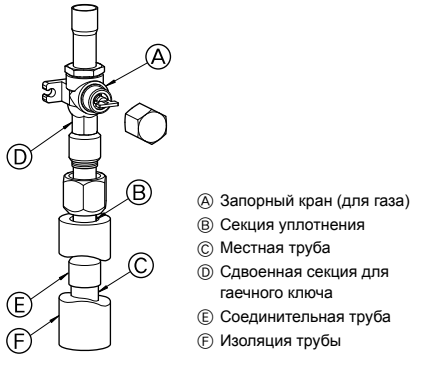

Fig. 4-3
③ Для соединения труб со стороны газа необходимо выполнить следующие операции. (Fig. 4-3)